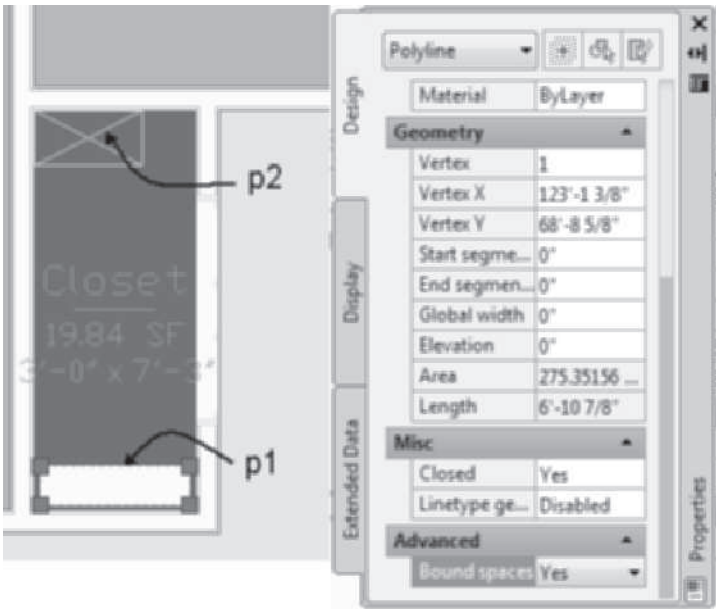

FIGURE 4.13 *Interference condition created with space*
7. Select the polyline at p1 as shown in Figure 4.13. Verify that the Polyline entity is selected in the Properties palette. Expand the Advanced category. Scroll down within the Properties palette to display Bound Spaces. Edit Bound Spaces to Yes. Press ESC to clear the selection and view revised space geometry.
8. Select the chase at p2 as shown in Figure 4.13. Edit Bound Spaces to Yes in the Basic section of the Properties palette. Space is revised to exclude the chase. Press ESC to end the command.